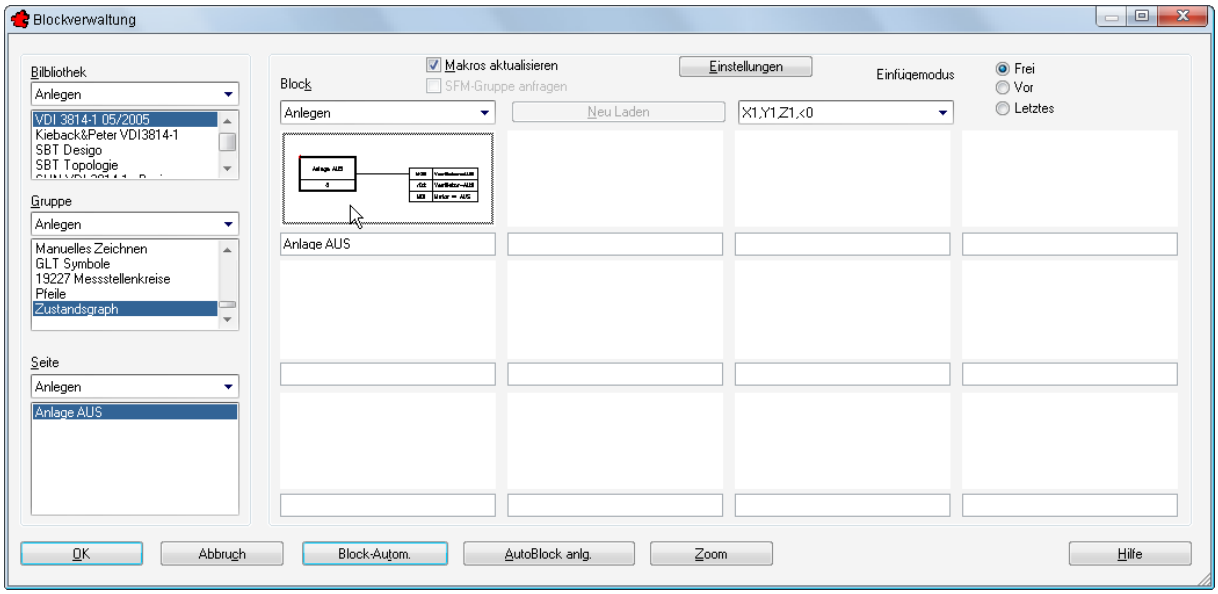

Bild 25.41 – Der neue Block in der Blockverwaltung
- Nachdem Sie bestätigt haben, erscheint die Blockverwaltung mit dem neuen Block (Abb. 25.41).